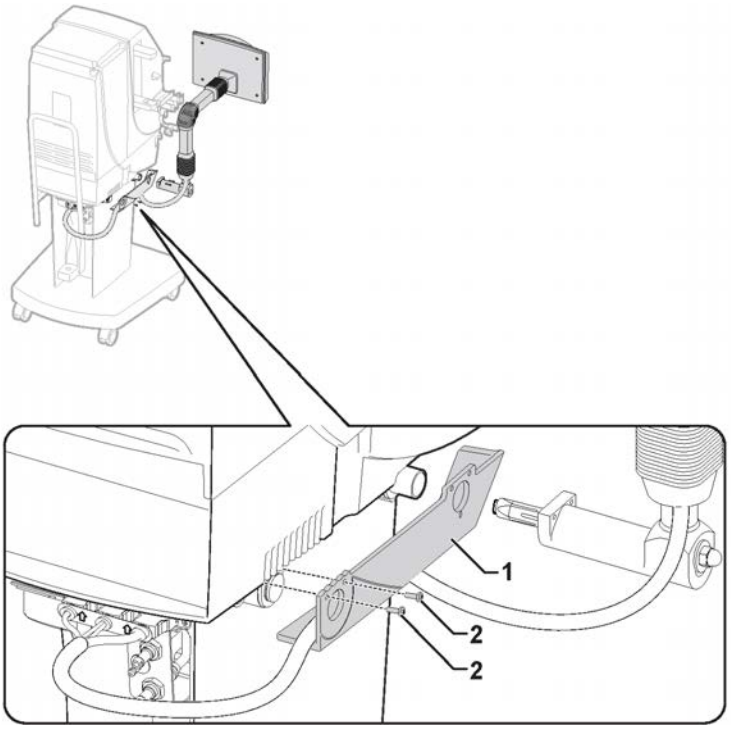

Figure 2-17. Fasten the cover
3) Fasten the cover (1) with two screws (2), 100378406, according to Figure 2-17 "Fasten the cover" on page 31.